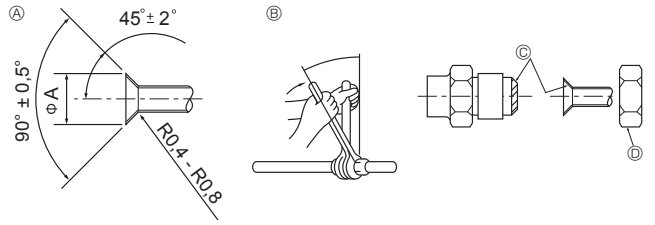

Fig. 4-1
4.2. Соединение труб (Fig. 4-1)